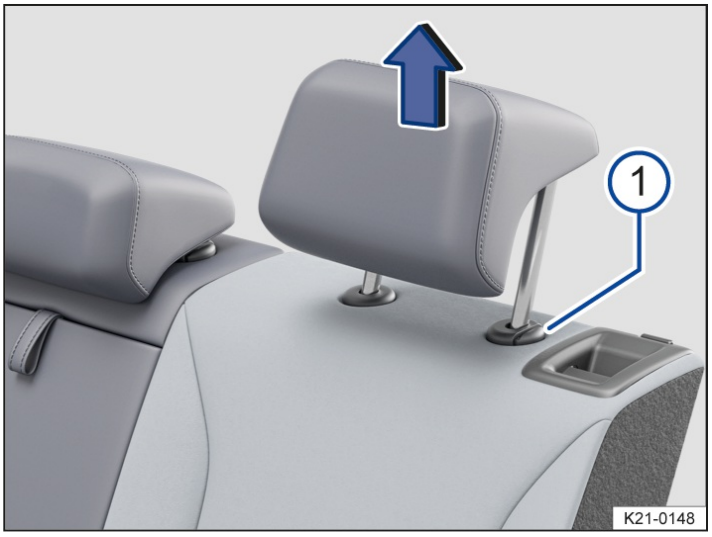

Fig. 2 Removing a rear head restraint (illustration).
3. Pull the head restraint out fully while pressing the button→ *Fig. 2* (1).
3. Press and hold the button → *Fig. 2* (1) and push down the head restraint.